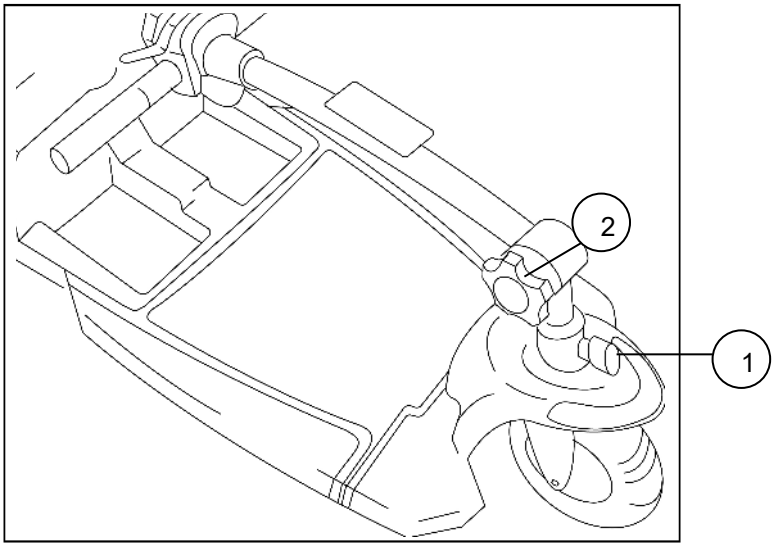

Figure 17. Lowered Tiller
6. Push in and turn the tiller lock clockwise 90 degrees. See #1 on figure 17.
6. Loosen tiller adjustment knob and fold the tiller down flat. See #2 on Figure 17. Then tighten the adjustment knob to secure the tiller in its new position.